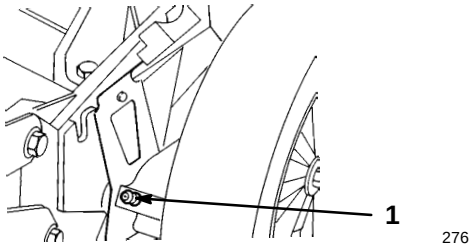

**Figure 25**
5. Wipe the grease fittings with a clean rag (Fig. 25).